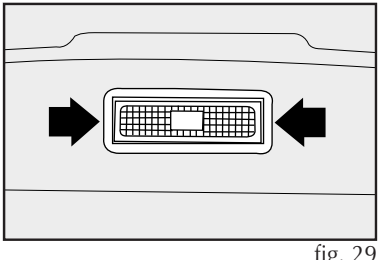

fig. 29
1) Saque el portalámparas, con un destornillador, presionando en los puntos indicados por las **flechas-fig. 29**.